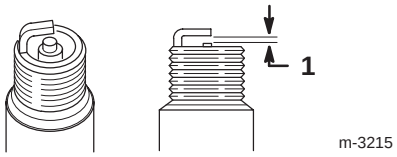

Figur 19
9. Angi åpningen mellom elektrodene på den nye tennpluggen til 0,76 mm, som vist i figur 19.